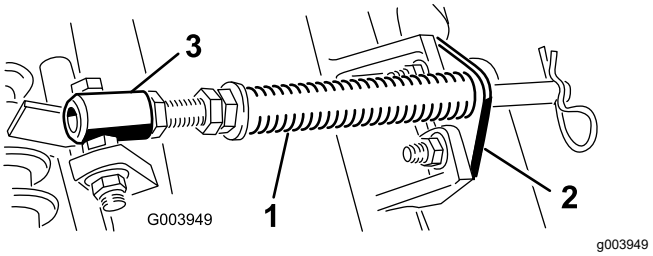

Figur 10
A. Fjern de to låseskruene og mutterne som fester stangbraketten til klippeenhetstappene (Figur 10).
B. Fjern flensmutteren som fester skruen på røret for fjær til bærerammetappen (Figur 10). Fjern enheten.